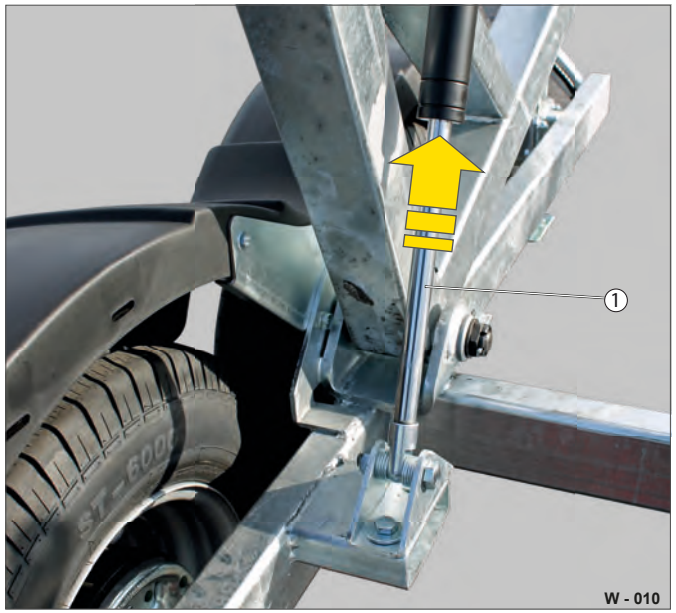

Fig. 10 Kontrol af gastrykfjeder
- ▶ Rengør cylinderens stempelstang (Fig. 10 /1) med en ren klud.